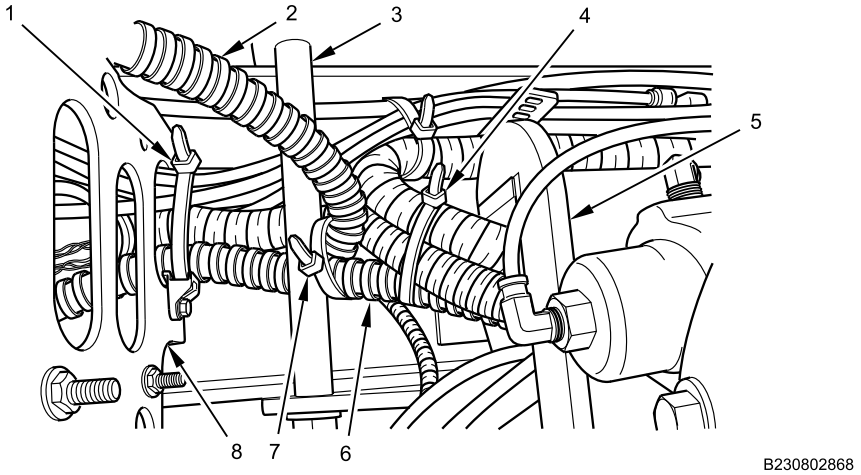

Figure 6. Transfer Case Oil Cooler Hose Routing.
11. Remove cable lock strap (Figure 6, Item 1) from hose bundle attached to air dryer bracket (Figure 6, Item 8). Discard cable lock strap (Figure 6, Item 1).
12. Remove cable lock strap (Figure 6, Item 7) from oil cooler feed hose (Figure 6, Item 2) and oil cooler return hose (Figure 6, Item 6) behind body mount bolt (Figure 6, Item 3). Discard cable lock strap (Figure 6, Item 7).
13. Remove cable lock strap (Figure 6, Item 4) from oil cooler return hose (Figure 6, Item 6) and wiring harness bundle. Discard cable lock strap (Figure 6, Item 4).
14. Remove oil cooler return hose (Figure 6, Item 6) from transfer case mounting bracket (Figure 6, Item 5).